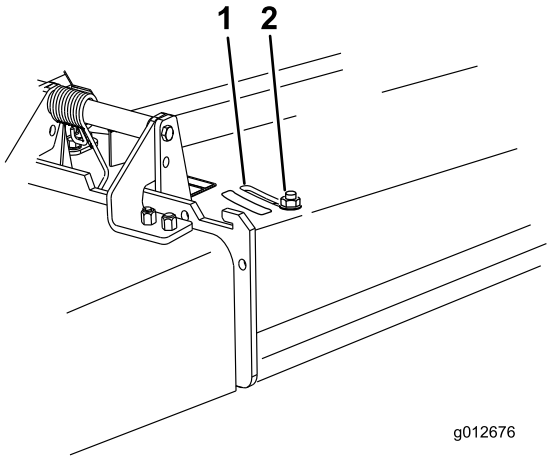

Figur 28
3. Skærmen justeres ved at løsne møtrikken (Figur 28).